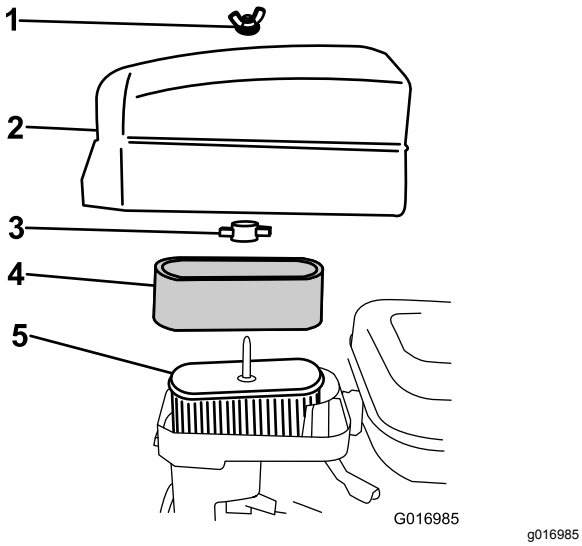

Figur 32
4. Hvis skumelementet er skittent, fjerner du det fra papirelementet (Figur 32) og rengjør det slik: